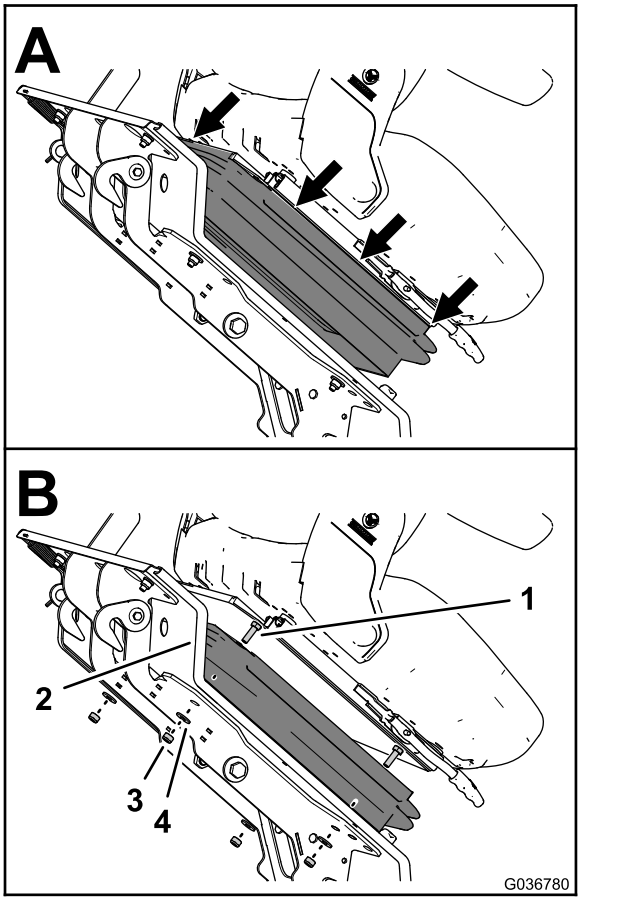

Figura 10
C. Cuando se hayan retirado todas las pestañas de sus ranuras, tire de la cubierta de goma hacia abajo (A en la Figura 10).
4. Mientras sostiene el asiento, retire las 4 arandelas (8 mm) y las 4 contratuercas (8 mm) que fijan el asiento a la plataforma (B en la Figura 10).